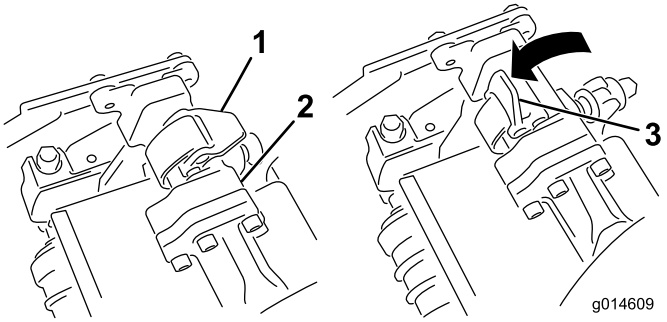
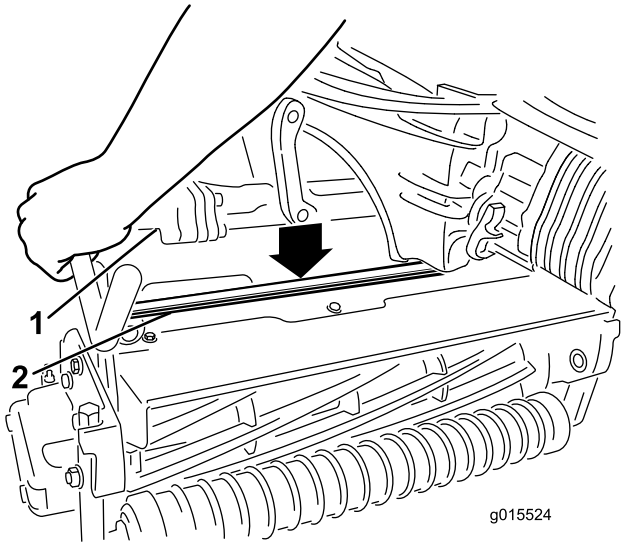

Figur 32
Figur 33
4. Åpne låsene på hjulopphengsarmbøylen slik at de peker opp (dvs. at de er åpne) (Figur 32), og trykk hjulopphengsarmen ned så bøylen ligger over klippeenhetens bøyle (Figur 33).
5. Skyv låsene ned og rundt klippeenhetsbøylen og lås dem slik at de sitter på plass(Figur 32).
5. Åpne låsene på hjulopphengsarmbøylen til klippeenheten du skal fjerne (Figur 32).